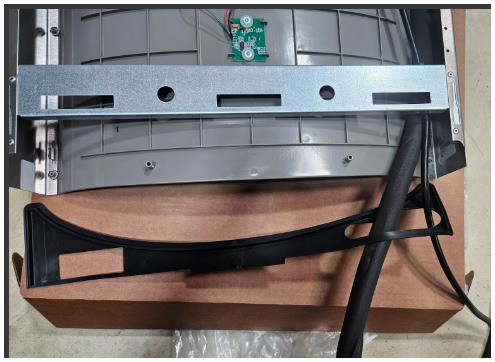

Fig. 9
5) **Feed power cord & 3/8” water line** through hole in tower/basin gasket (See Fig 9).